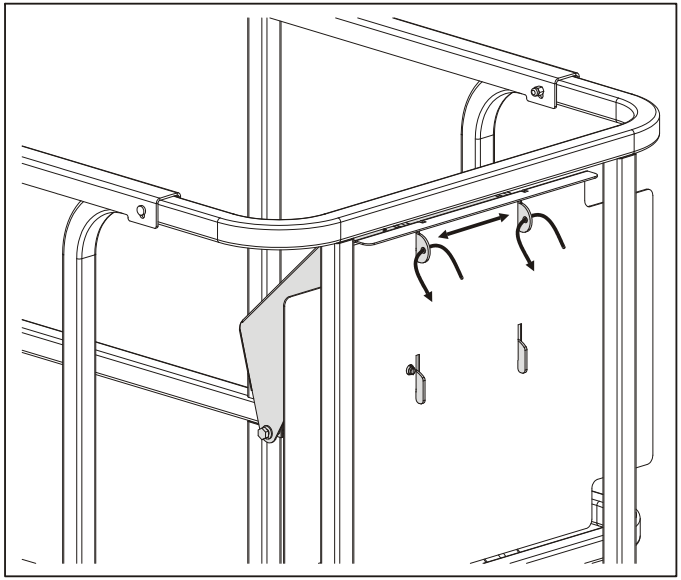

Figure 3-8. Fixation du poste de commande à la plate-forme
6. Placer le sélecteur d'alimentation en position d'arrêt et retirer la clé pour empêcher toute utilisation non autorisée de la machine. Le poste de commande de la plate-forme peut également être fixé à sa plaque de montage, voir Figure 3-8.